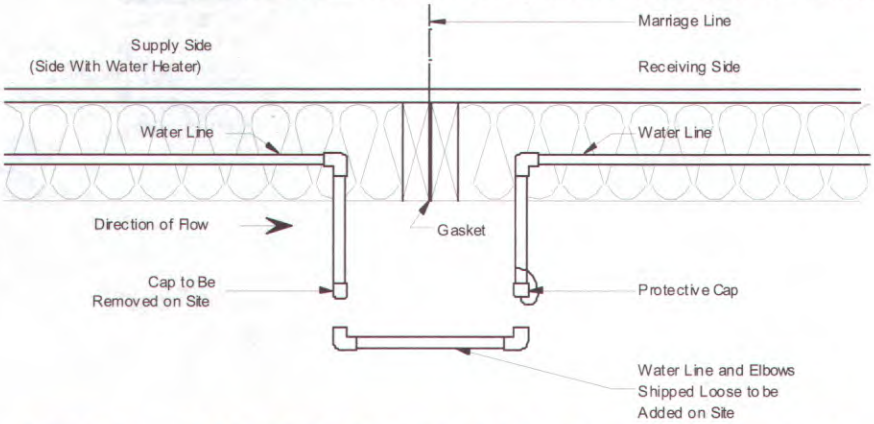

Figure 63. *Water line crossover through bottom board*
2. **Connect pipes.** Connect threaded water lines using flexible pipe or a rigid connector line (if provided) and connector fittings (do not use lubricants or sealants). Connect non-threaded water lines, pipe, and elbows with cement provided, inserting pipe to full depth of each fitting (**Figure 63**).